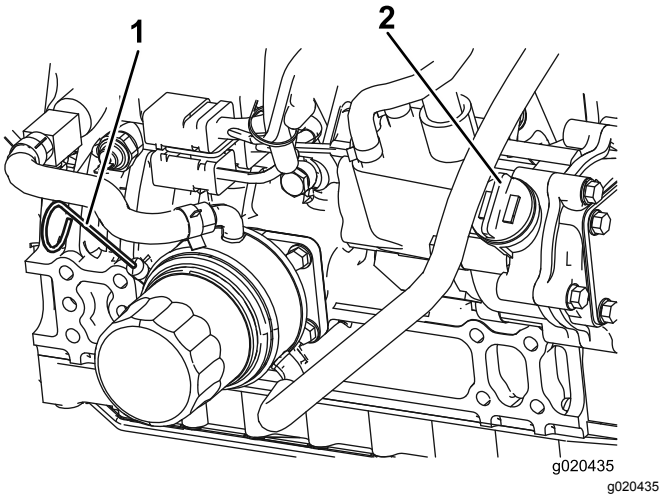

**Figuur 53**
**Opmerking:** Het oliepeil moet zich in de veilige zone bevinden (Figuur 53).
4. Als het oliepeil zich onder de veilige zone bevindt, verwijdert u de vuldop (Figuur 53) en vult u bij met olie totdat het oliepeil de vol-markering bereikt. **Niet te vol vullen**.